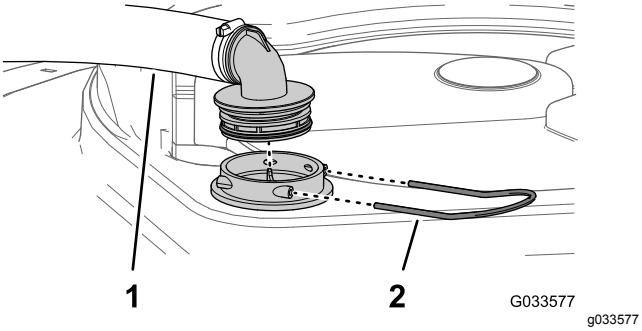

Figur 95
2. Fjern holderen, som sidder øverst på sprøjtetanken og som fastgør slangefittingen, der er monteret på den store slange fra filterhuset (Figur 95).
3. Fjern slangen og slangefittingen fra filterhuset (Figur 95).